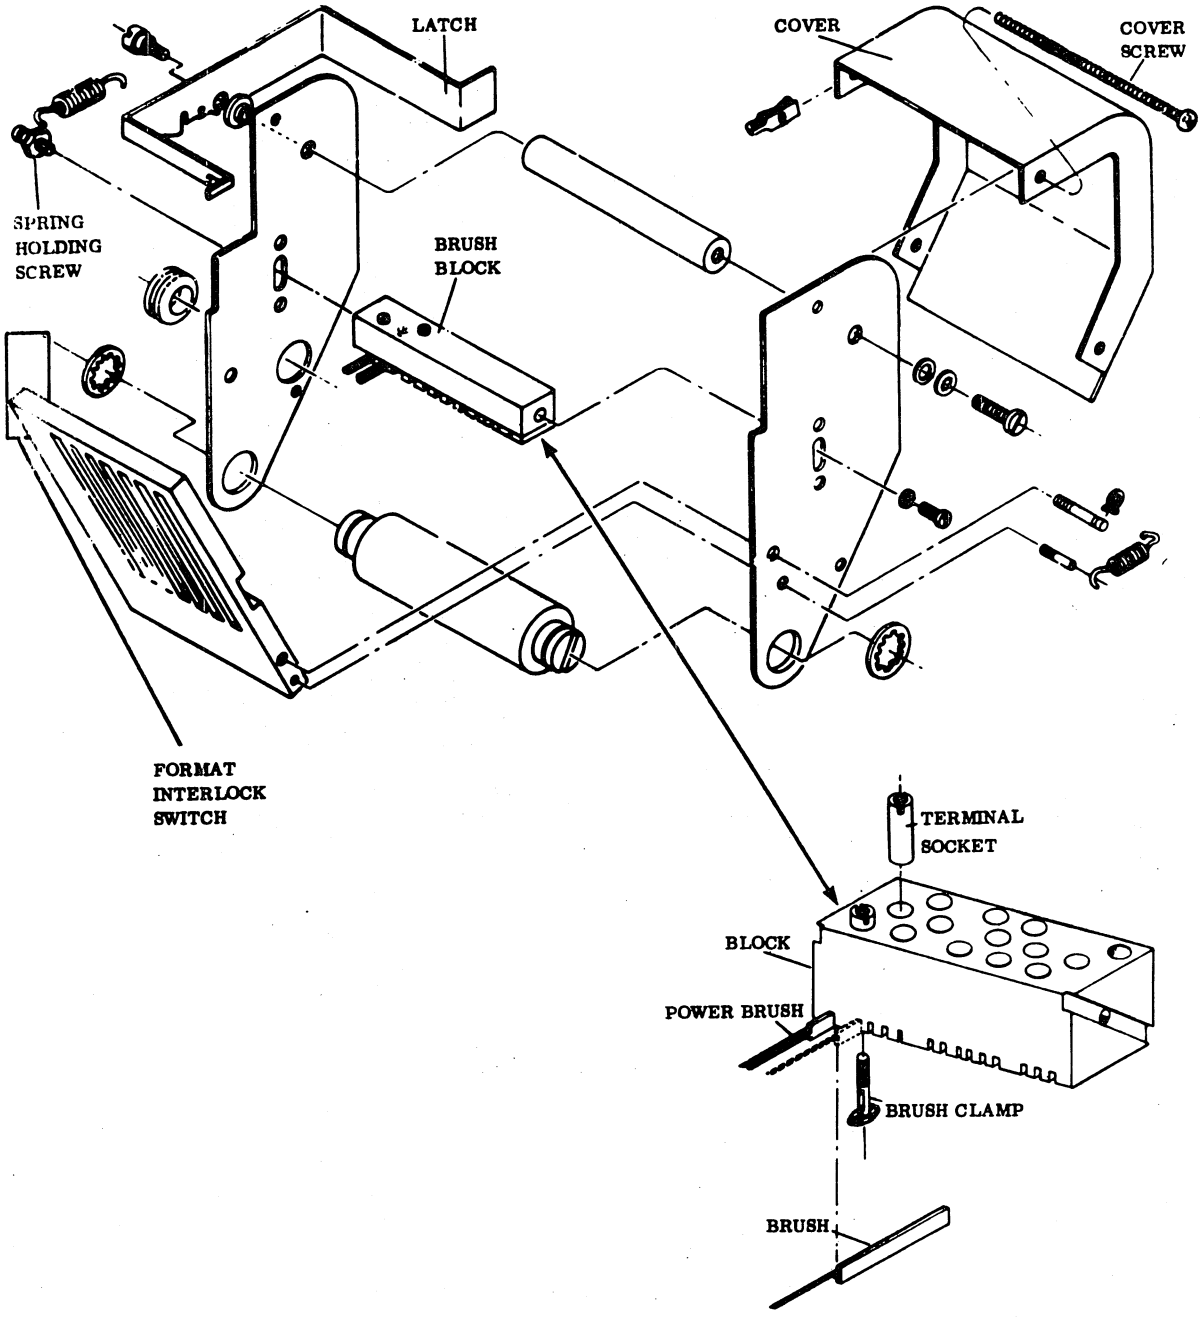

Figure 6F-31. Format Brush Reader Assembly
8. Remove the two screws that hold the defective armature striker in place and allow the armature striker to drop (figure 6F-34).